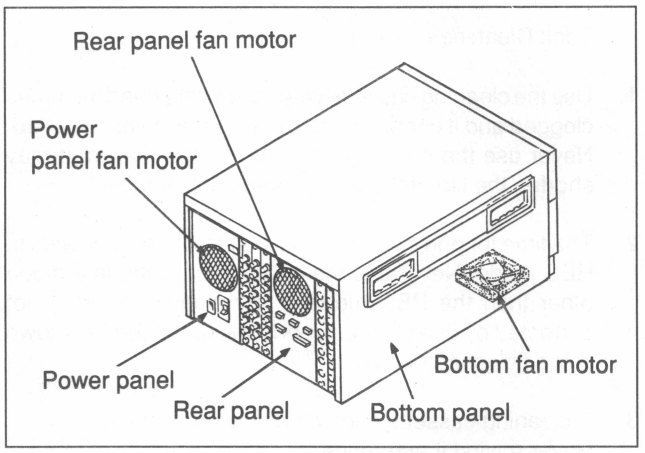

Fig. 6-1-9 Fan Motor Positions
2. Remove the following three panels. (Fig. 6-1-9)